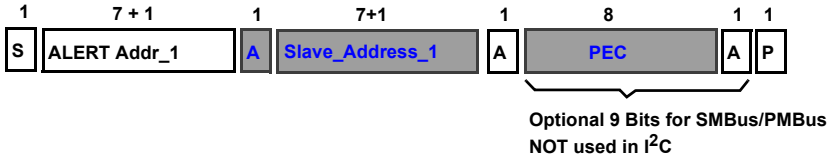

FIGURE 36. SMBus/PMBus/$I^2C$ PROTOCOL
The ISL6398 features SMBus, PMBus and I²C with programmable address via VRSEL_ADDR pin, as in Table 13, while SMBus/PMBus includes an Alert# line and Packet Error Check (PEC) to ensure data properly transmitted. In addition, the output voltage, droop slope, enable, operating phase number, and overvoltage setpoint can be written and read via this bus, as summarized in Table 14. Input, output, fault, and temperature telemetries can be read as summarized in Table 15. For proper operation, users should follow the SMBus, PMBus, and I²C protocol, as shown Figure 36. Note that STOP (P) bit is NOT allowed before the repeated START condition when “reading” contents of register, as shown in Figure 36.